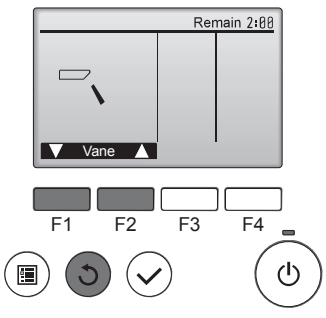

Fig. 8-4
② Tryk på knappen [VÆLG] for at få vist driftsskærmen Vane (Ventilatorvinge), og tryk derefter på knapperne [F1] og [F2] for at kontrollere autovingen. (Fig. 8-4)